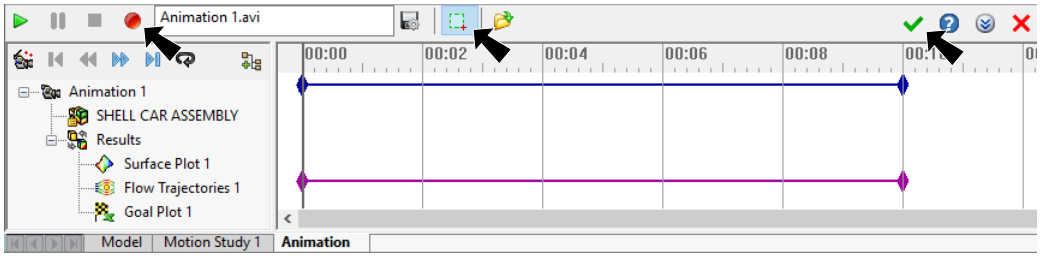

Fig. 34
Step 2. In the Animation control panel turn on **Capture Region**, **Fig. 34**.
Step 4. Click **Record**, **Fig. 34**.